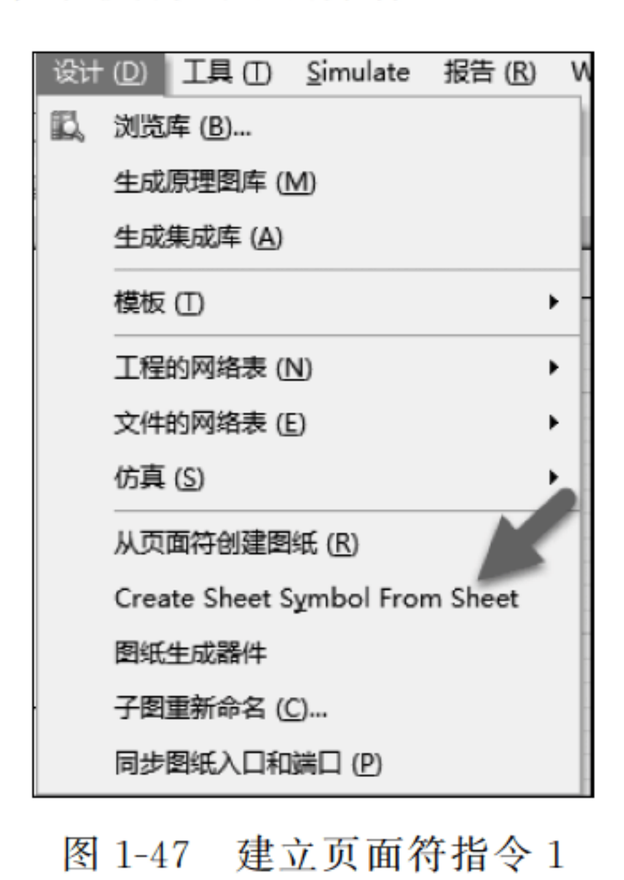
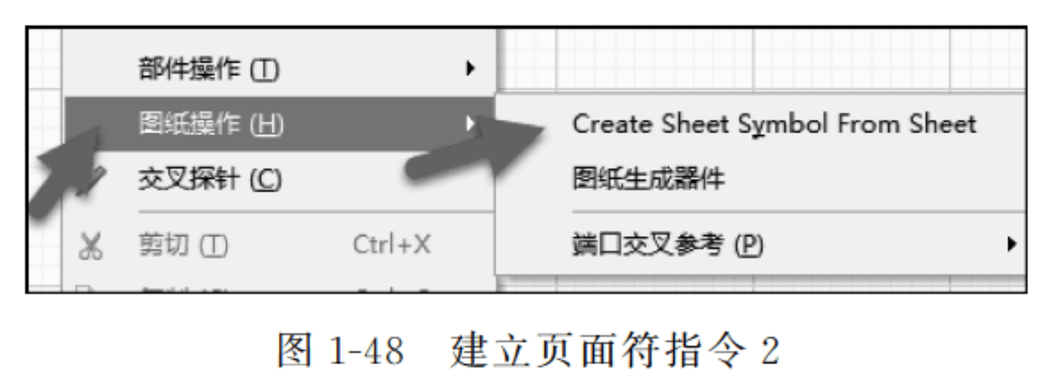

图 1-47　建立页面符指令 1
图 1-48　建立页面符指令 2
(2) 新建一个 Main. SchDoc 文件,在此文件下执行菜单栏中“设计”→Create Sheet Symbol From Sheet 命令,如图 1-47 所示。或者在原理图空白处右击,从弹出的快捷键菜单中执行“图纸操作”→Create Sheet Symbol From Sheet 命令,如图 1-48 所示。